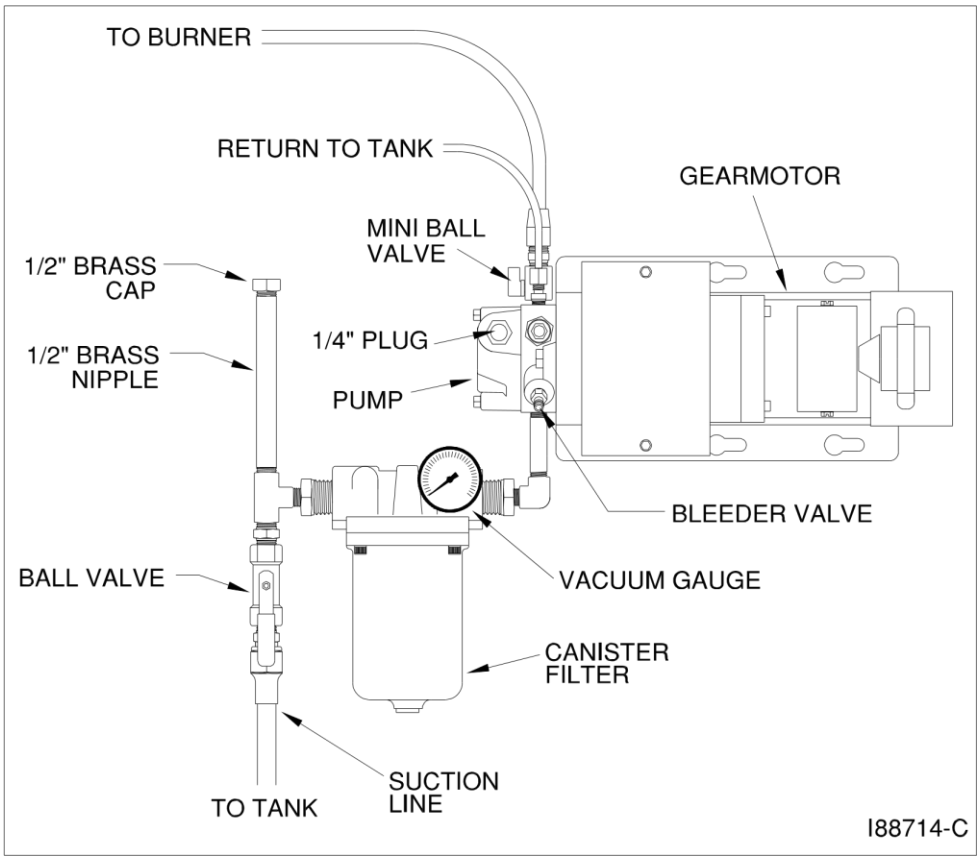

Figure 5A - Priming the Metering Pump
1. Refer to Figure 5A.
3. Refer to Figure 5A. Close the ball valve at the inlet to the canister filter. Observe the vacuum gauge. **NOTE:** The ball valve must have a stainless-steel ball and should be pressure tested by the manufacturer. If the ball valve leaks, the vacuum test will not be accurate.